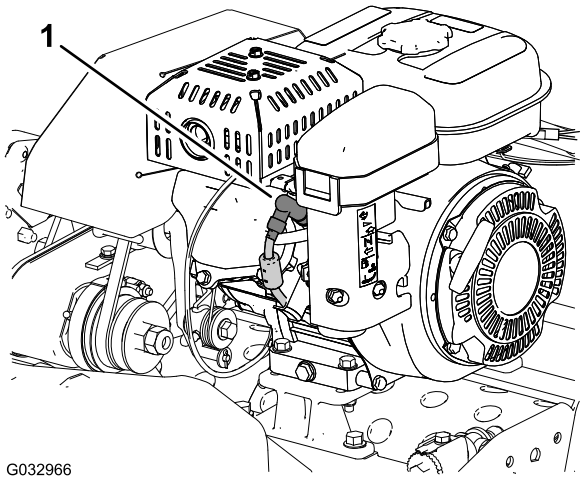

Рисунок 1
4. Отсоедините провод свечи зажигания от клеммы свечи (Рисунок 1).